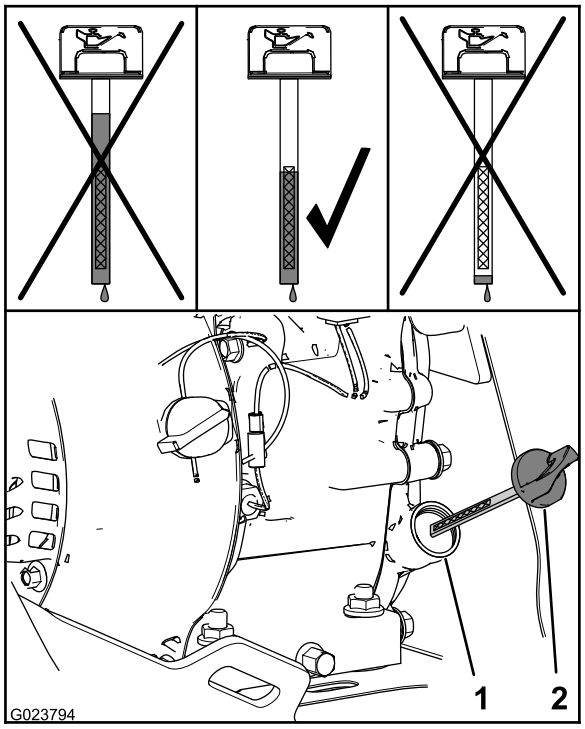

Bild 25
2. Nehmen Sie den Peilstab heraus und prüfen Sie den Ölstand (Bild 25).
Hinweis: Der Ölstand sollte über der Markierung am Peilstab liegen (Bild 25).
A. Füllen Sie das angegebenen Öl in den Füllstutzen (Bild 25).